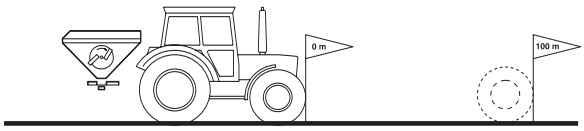

Fig. 11
1. On the field, measure out a calibration distance of exactly 100 m. Mark the start and end point of the calibration distance (Fig. 11).